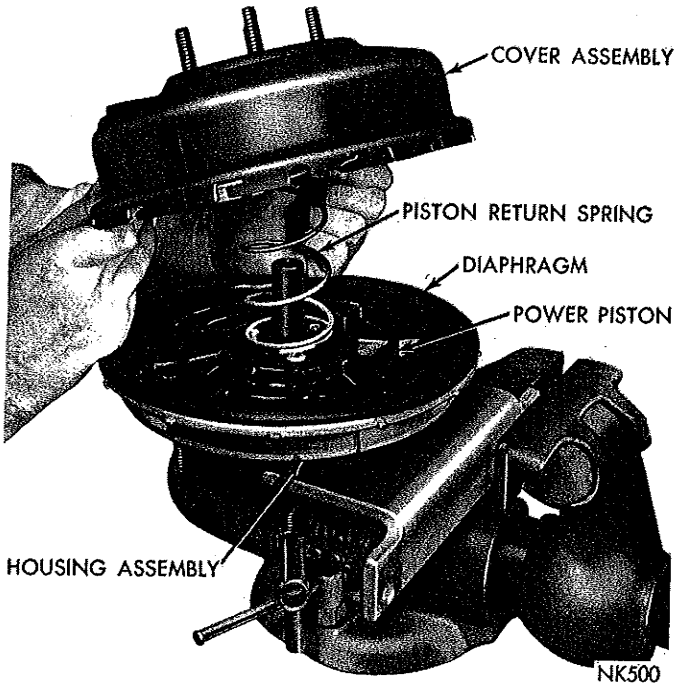
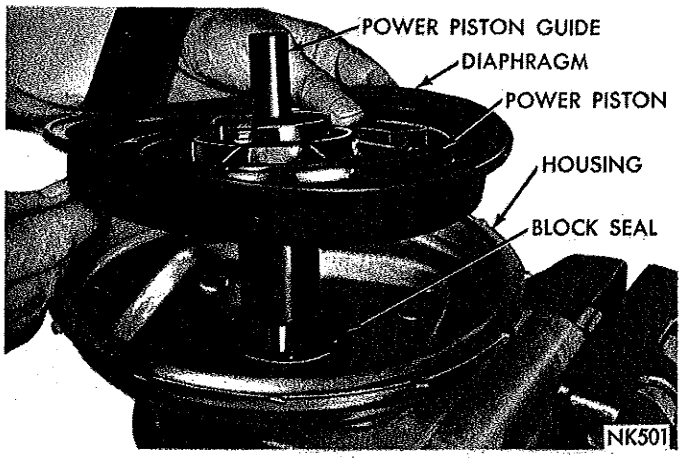

***Fig. 7—Piston Return Spring, Diaphragm and Piston***
*Fig. 8—Removing or Installing the Power Piston*
(8) Rotate tool slowly when removing cover as it is under spring pressure. Separate housing and cover to expose power piston return spring and diaphragm (Fig. 7).
(9) Remove cover and lift out power piston return spring.
(10) Remove power piston assembly by slowly lifting straight up (Fig. 8), then lay aside on a smooth clean surface. Remove brake unit from engine lifting
(5) Apply silicone grease to both sides of bead (outer edge) of power piston diaphragm.
(6) Insert power piston assembly into housing with operating rod **down.** Refer to (Fig. 8).
(7) Install power piston return spring in flange of guide.
(8) Place cover over return spring and press down on cover, and at same time lead guide through seal. **(Be sure the scribe lines marked on housing and cover are aligned when parts are locked together.)**